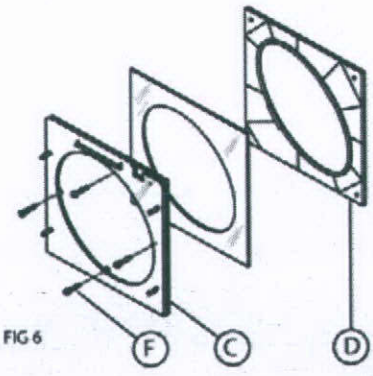

FIG 6
4.6 Place the inner clamp plate (C) on the inside of the glass and screw it to the outer clamp plate (D) using four 60 mm bolts supplied (F). (FIG 6)